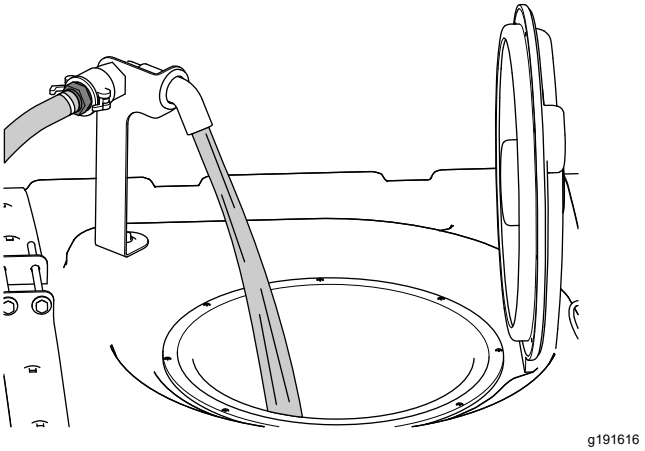

Bild 30
5. Füllen Sie Dreiviertel der benötigten Wassermenge in den Sprühbehälter (Bild 30).